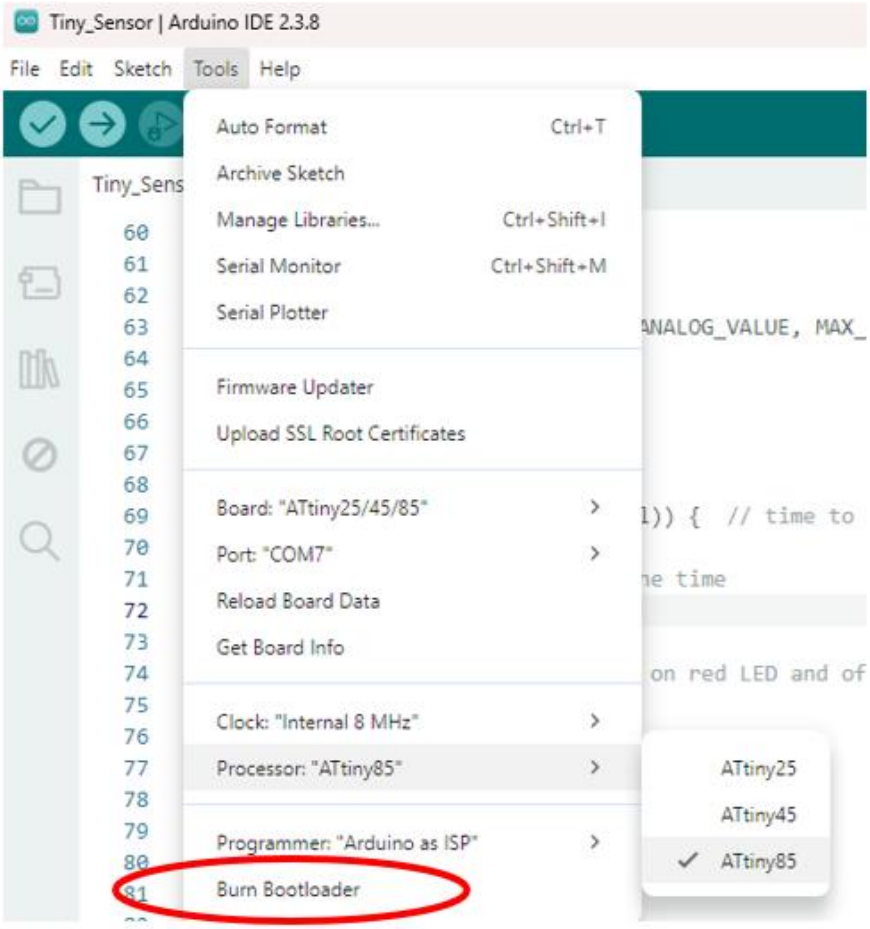

Figure 10. ATtiny85 "Burn Bootloader".
Refer to figure 10, below. Double check the "Tools" settings per this figure. Next, click on "Burn Bootloader" at the bottom of the Tools menu, as indicated in figure 10.
You should have the proper settings in the “Tools” menu, but you should verify this, as in figure 10, above. Specifically, double-check the following:
- “Port:” the COM or tty port selected is the port that the Uno that is part of the BBP is connected to (not necessarily the port shown in figure 10).